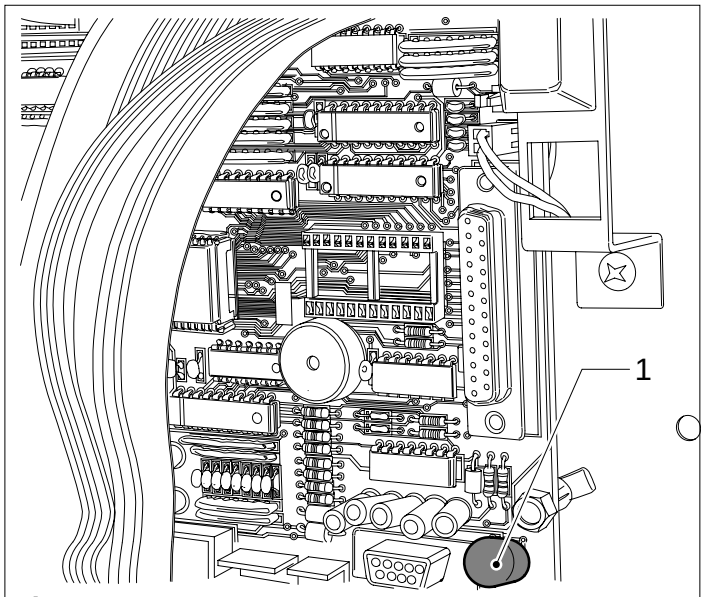

Fig.1.2
- *versão do programa contido no micro-processor (etiqueta adesiva sobre componente montado sobre a ficha Master) (Fig.1.2).*